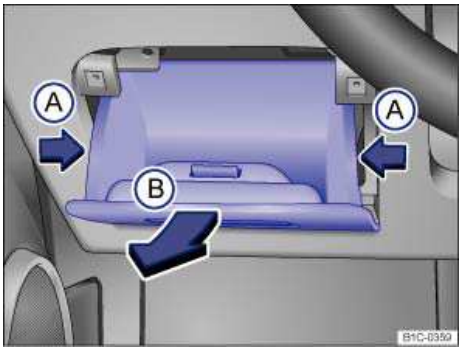

Fig. 170 On the driver side in the instrument panel: Storage compartment in front of the fuse box.
- Open the storage compartment ⇒ fig. 170, *Storage areas*.
- Press the sides of the storage compartment in slightly ((A) arrows) while pulling back firmly ((B) arrow).
- To **install**, guide the cover from the bottom into the instrument panel and push in the direction opposite to the arrows (A), then push forward until you can hear it latch into place.